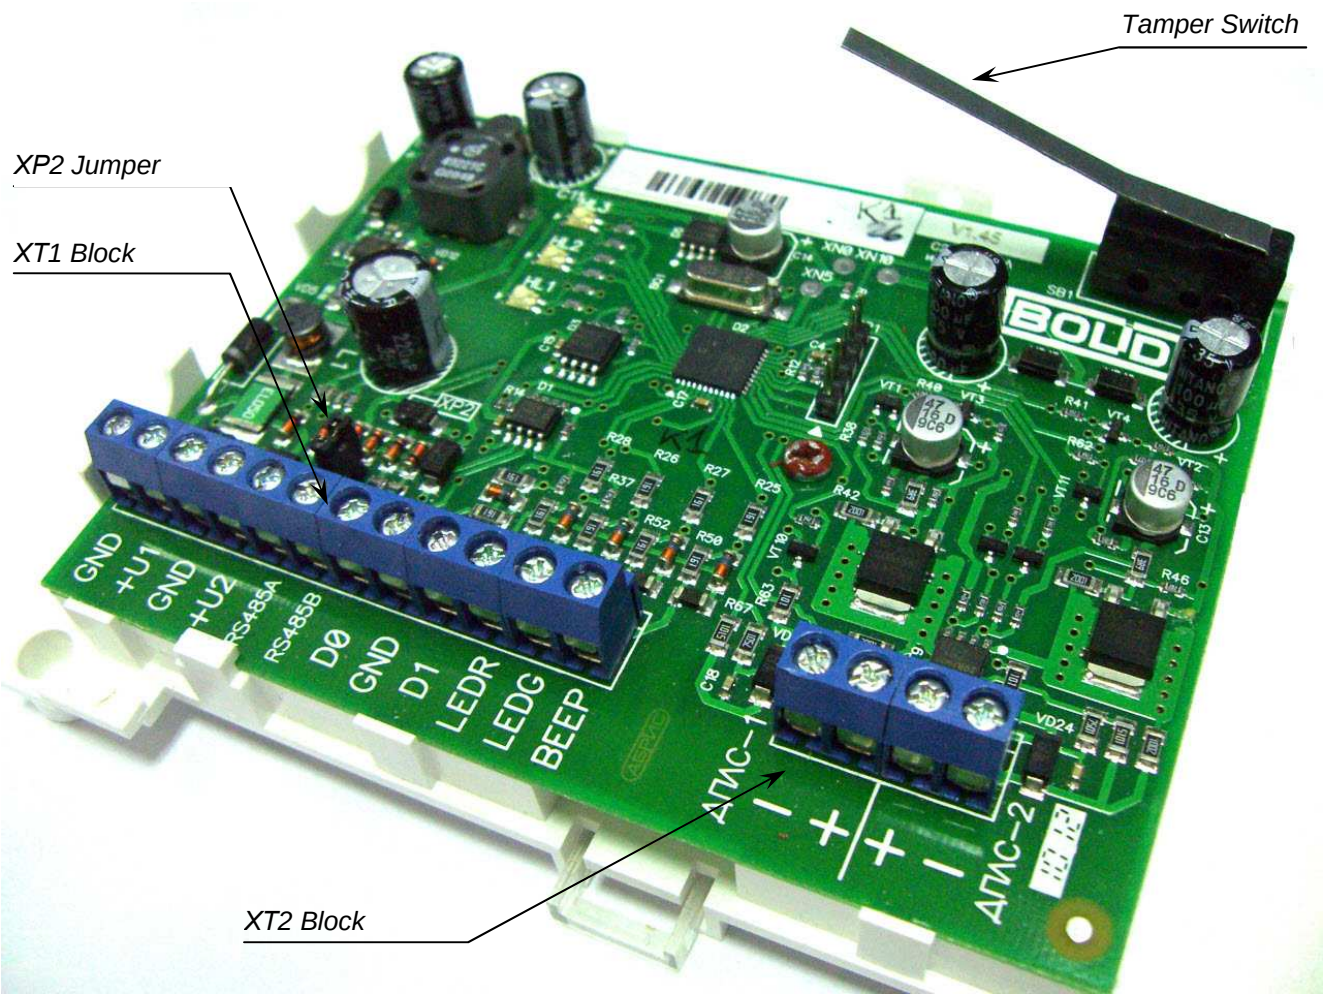
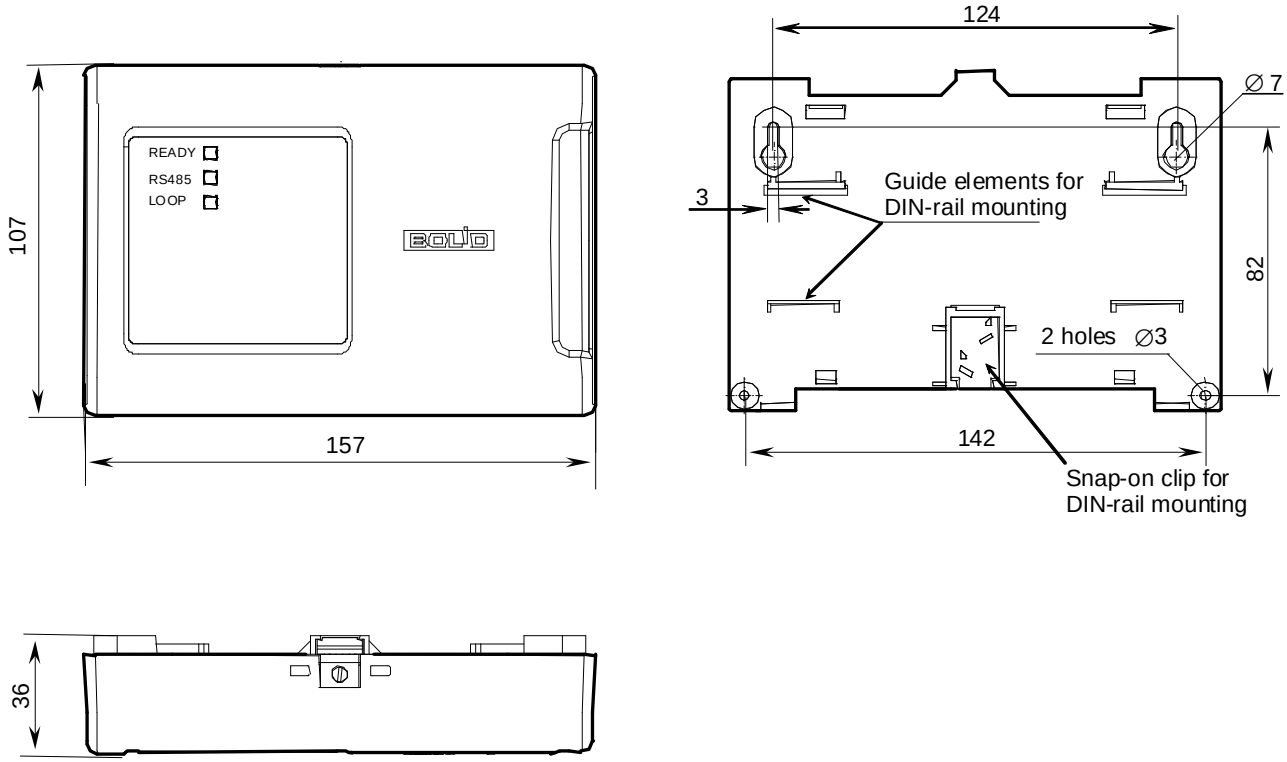
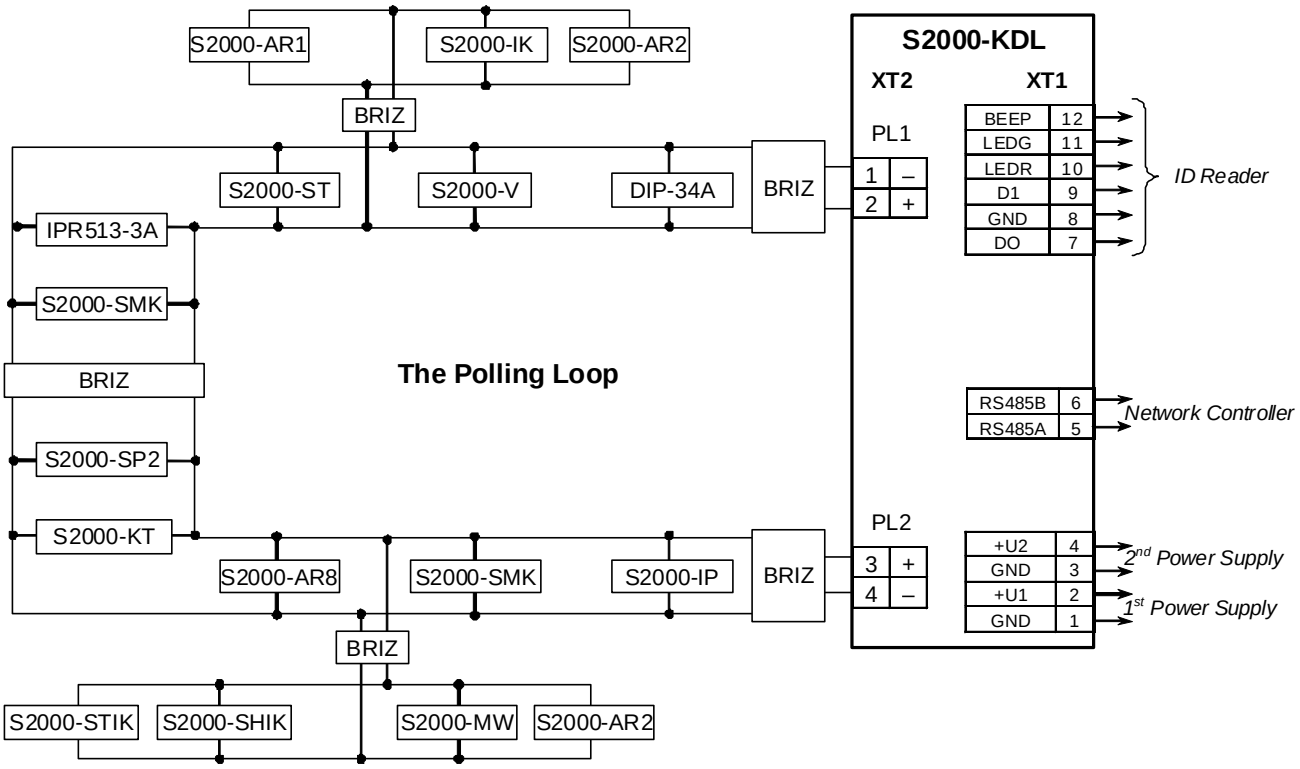

Figure 2. S2000-KDL Base and PCB
Figure 3. Overall and Mounting Dimensions of the S2000-KDL
Figure 4. S2000-KDL Wiring Diagram
The S2000-KDL is composed from a base with attached PCB (см. Figure 2) and the top cover. Figure 3 shows overall and mounting dimensions of the S2000-KDL.
To install the S2000-KDL secure its base on a DIN rail or hang this one on a vertical surface. In the latter case, drill three holes on the wall as shown in the layout (see Figure 3), then hang the S2000-KDL base on the two wood screw provided, and finally lock its position with the third wood screw provided.
Figure 4 schematically shows the printed circuit board of the S2000-KDL with terminal block XT1 and XT2 to connect external circuits, which will be described in further sections of this document.
Connect the polling loop to the relevant contacts of the XT2 terminal block (see Figure 4) according to the proper polarity: connect the positive contacts of the polling loops to the "+" contacts of the XT2 terminal block while the negative contacts to the "–" contacts.
1. Couple the RS485A and RS485B terminals of the controller (see Figure 2 and Figure 4) with A and B wires of the RS-485 bus respectively.
3. If the S2000-KDL ***is neither the first nor the last device*** within the RS-485 bus, remove XP2 jumper located close to RS485A and RS485B contacts (see Figure 2) which, if put on, includes an EOL resistor into the RS-485 interface bus
One or two power supplies of 12 V or 24 V can be connected to the S2000-KDL. We recommend you to use Bolid manufactured power supplies of RIP series. Connect power supplies to the pairs of contacts GND, +U1 and GND, +U2 of the XT1 terminal block (see Figure 2).
An external ID reader with Touch Memory or Wiegand output interface can be connected to the relevant contacts of the S2000-kDL (see Figure 4). These contacts are described by Table 12.
If the reader is equipped with a single LED then, despite of its color, connect the LED control circuit to the LEDG terminal of the XT1 terminal block (see Figure 2)